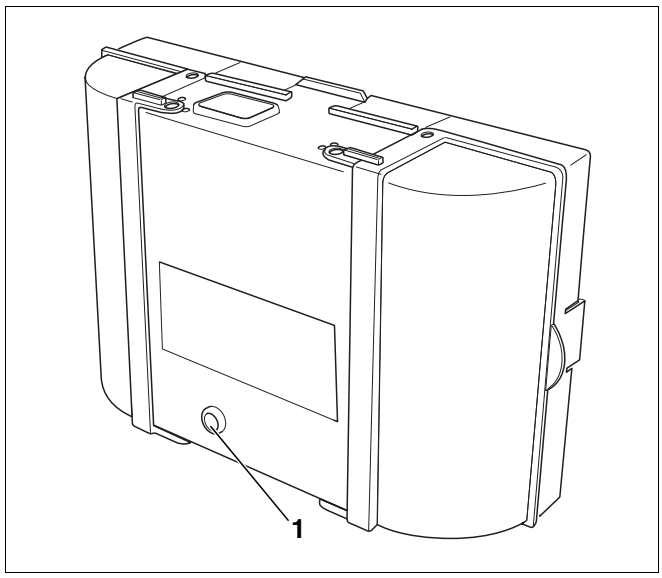

Rys. 19 Automat palnikowy SAFe 10 – przycisk odkłócający z diodą LED
- Przycisnąć (odblokować) przycisk odkłócający (rys. 19, **poz. 1**) dłużej niż jedną sekundę. Po ok. pięciu sekundach palnik przechodzi w tryb rozruchu lub tryb pracy.